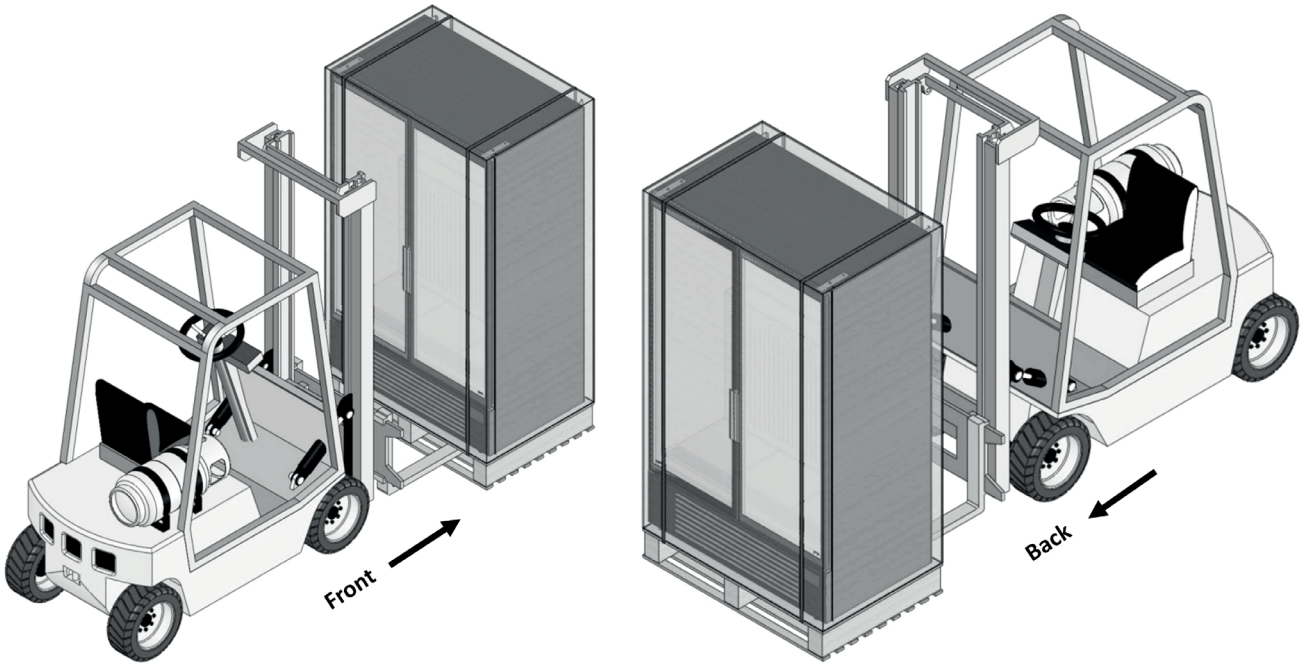

fig. 10
- The packages that make up the equipment must be handled exclusively by forklift (fig.10), the manual movement can cause structural damage especially to the glass housing.
The equipment is delivered packed and placed on a fork-lift platform (fig.10).